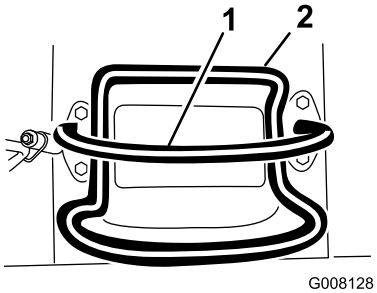

Rysunek 6
- Aby się zatrzymać, zwolnij dźwignię sterowania zespołem jezdnym (Rysunek 6).